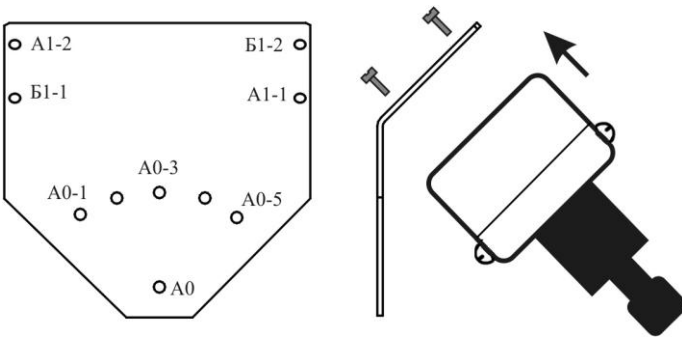

Рис. 6.14
6.4.2.3 Крепление БПРД на заземлителях (на высоте не менее 1 м) или опорах узлов крепления УК-04(П) производится с помощью **УКБ-3** (см. рис. 6.14). В отличие от ориентации БПРД (БПРМ), приведенной в п. 6.4.2.1, можно при креплении на заземлителе или опоре изменять угол наклона, используя отверстие «А0» и одно из пяти отверстий «А0-1,…, А0-5». Высота установки блоков должна быть не менее чем на 0,2 м выше уровня снежного покрова. УКБ могут отличаться от приведенных выше, но обеспечивать все указанные возможности.